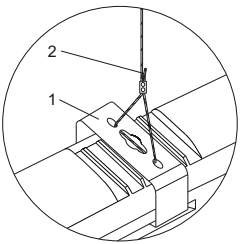

Рисунок 3
4.7 Монтаж светильника на подвесах (рисунок 3) производить при помощи скоб монтажных 1, входящих в комплект изделия, и тросов 2 (тросы в комплект не входят).